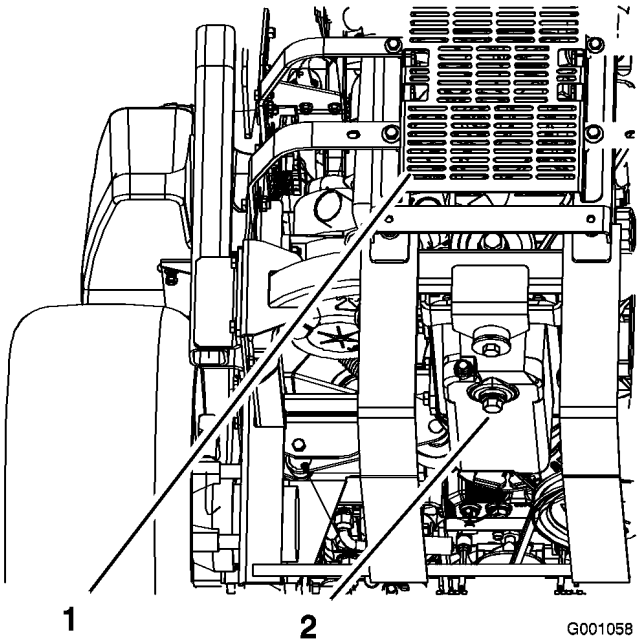

Figur 37
5. Sett et fat under der du tapper olje. Ta ut tappepluggene for å la oljen renne ned i et tappefat (Figur 37).